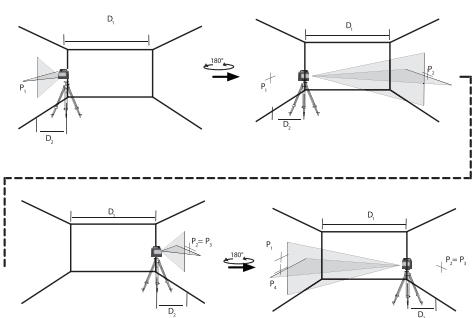

Figura 1
Butonul PORNIT/OPRIT este amplasat pe partea din spate a uneltei, conform ilustraţiei din figura 1. Când comutatorul (C) se află în poziţia OPRIT/ BLOCAT, unitatea rămâne oprită şi pendulul este blocat. Când butonul de pornire/oprire (C) se află în poziţia OPRIT/BLOCAT, unitatea porneşte şi pendulul este eliberat din poziţia de blocare şi autonivelare.
(Consultaţi Figura 1)